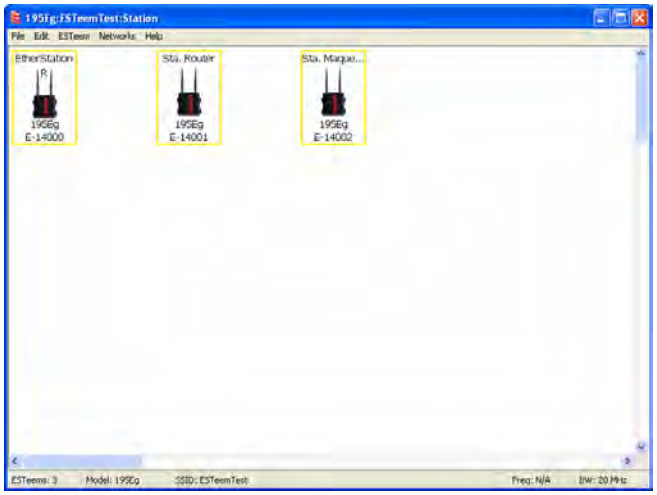

Figure 24: Station Mode Example Modems
2. Add the three mobile client modems to the ENC Utility configuration page as instructed above and set the Modem ID to match the three modes of operation. Your configuration will appear as in Figure 24.
> ***Technical Tip:*** The ESTeem Horizon's in Mobile Client modes do not have a specific frequency of operation as can be seen in Figure 24.